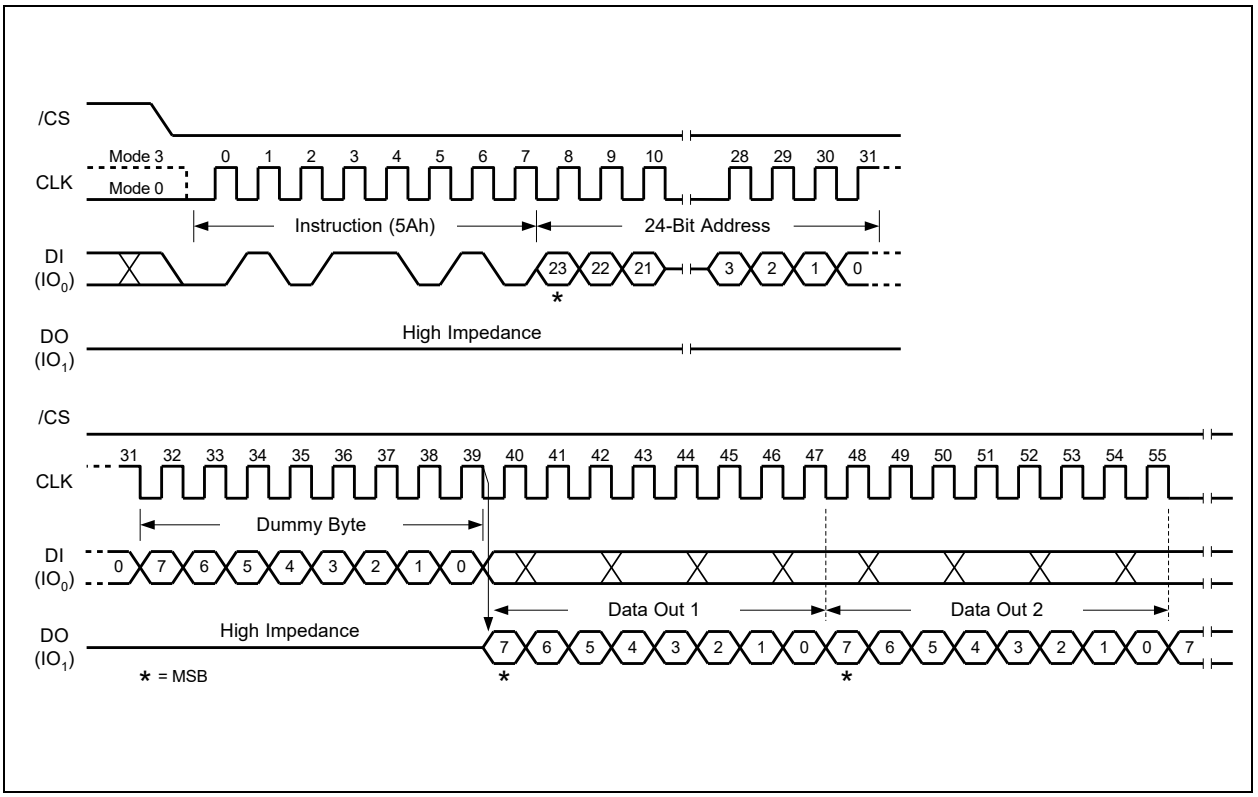

Figure 44. Read SFDP Register Command Sequence Diagram
The Read SFDP Instruction is initiated by driving the /CS pin low and shifting the Instruction code "5Ah" followed by a 24-bit address (A23-A0)(1) into the DI pin. Eight "dummy" clocks are also required before the SFDP register contents are shifted out on the falling edge of the 40th CLK with the most significant bit (MSB) first as shown in Figure 44. For SFDP register values and descriptions, please refer to the Winbond Application Note for SFDP Definition Table.